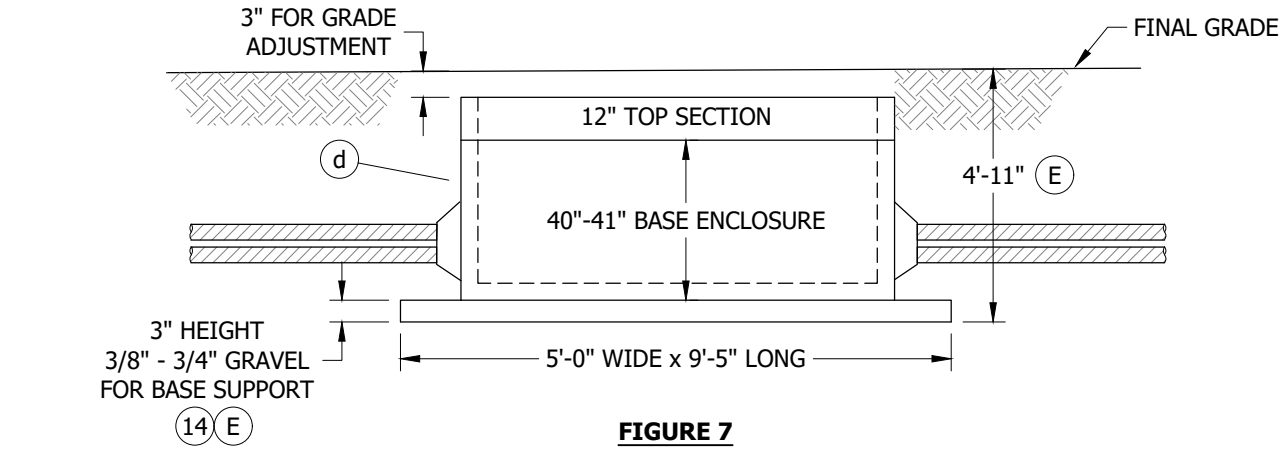

FIGURE 7
B. AFTER THE LOCATION IS ESTABLISHED, MARK OUT DIMENSIONS FOR THE EXCAVATION WIDTH, LENGTH AND DEPTH PER FIGURE 7. THE WIDTH AND LENGTH DIMENSIONS GIVEN ALLOW AN EXTRA 8 INCHES FOR SETTING THE SUBSTRUCTURE.